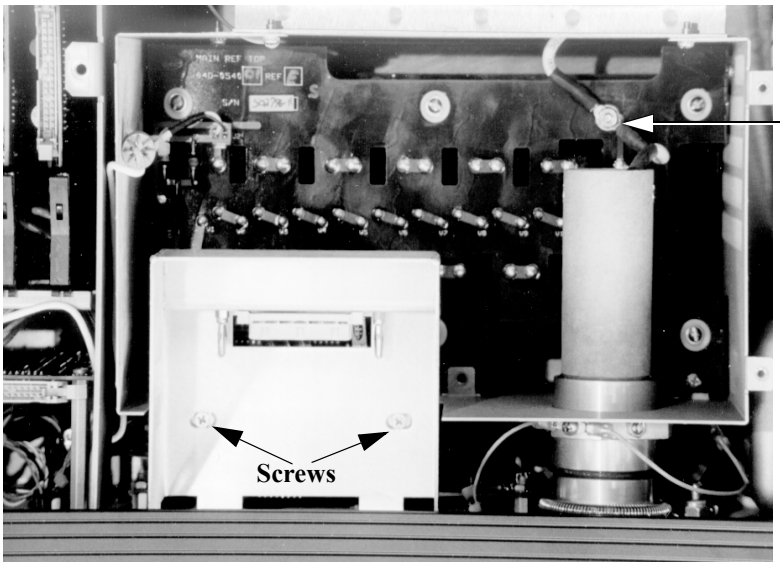

Figure 4.29 Front Panel Removal, Nut Location
3. Remove the screws (Figure 4.29) on the cover of the Main Reference Assembly using a Phillips-head screwdriver. Then, lift off the cover.
4. Remove two screws inside the box (see Figure 4.29).
5. Remove one nut located behind the HV Pothead (Figure 4.29), using a nut driver.
12. Replace one nut (Figure 4.29 on page 4-59) located behind the HV Pothead using a nut driver.